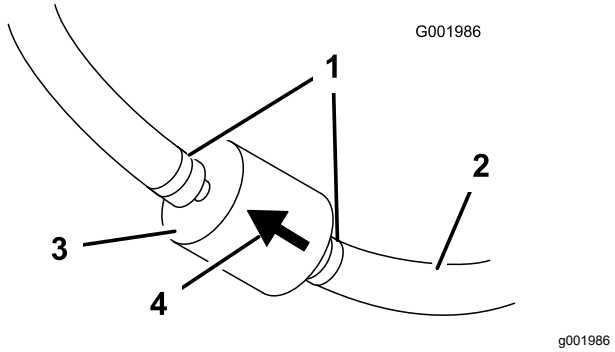

Figura 47
5. Aperte as extremidades das braçadeiras e deslize as abraçadeiras, afastando-as do filtro (Figura 47).